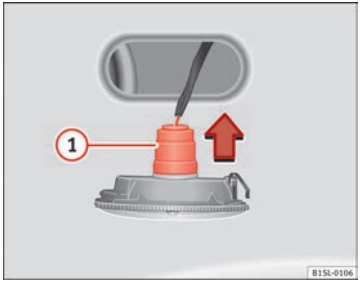

Fig. 160 Side turn signal: Changing the bulbs
3.	Remove the side turn signal from the chassis by leverage (2).
4.	Remove the bulb holder with the bulb in the direction of the arrow ⇒ Fig. 160 (1).